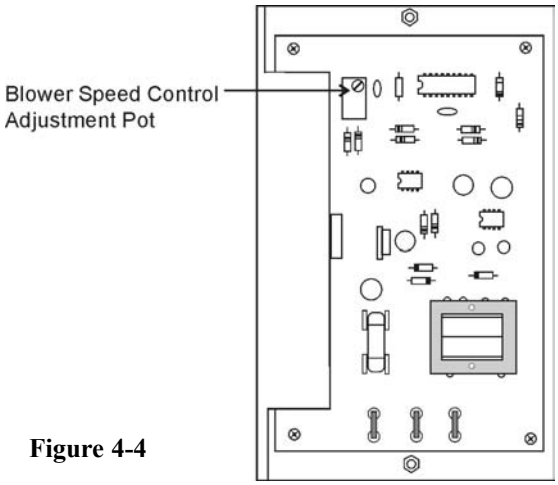

Figure 4-4
Blower Speed Control - The blower speed control is accessed from the rear of the control panel by removing the screw on the bottom of the control panel and swinging the control panel door open. The blower speed is adjusted by turning the screw on the variable resistor mounted on the circuit board adjacent to the controller. (Refer to Figure 4-4) Turning the screw clockwise increases air velocity; counterclockwise decreases it.
4. Open the access panel and locate the blower motor circuit board (Figure 4-4 & 4-5). Using a true RMS voltmeter, measure and record the voltage drop across the white and black wires leading to the terminal strip (Figure 4-4). The blower speed control adjustment potentiometer is located on the upper left side of the board. Clockwise adjustment of this potentiometer increases voltage supply to the blower motor, countercloskwise adjustment lowers the voltage supply. Adjust it 2 to 3 volts up or down, depending upon the airflow required. Retake the airflow measurements.